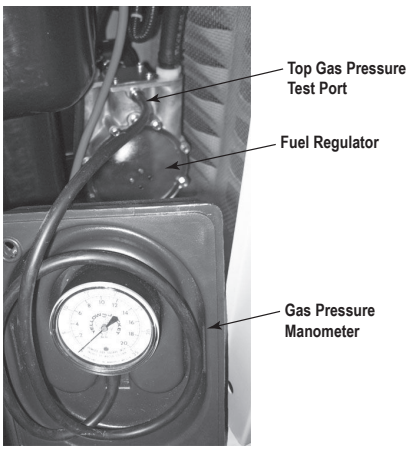

Figure 5.5 — Checking Pressure with Manometer
4. Never bend the flexible fuel line to avoid using an elbow. Bending the flexible line decreases its ability to absorb vibrations and defeats its purpose, as well as constricts the actual fuel flow. See Figure 5.5.